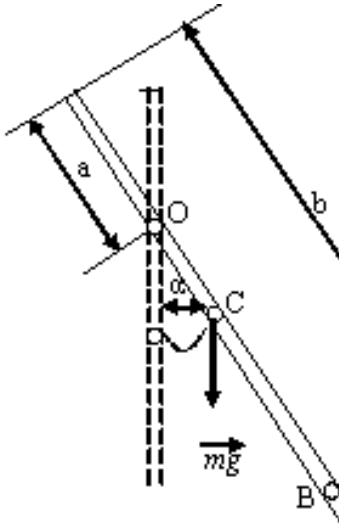

Рис.5
15. Тонкий однородный стержень длиной $l=1м$ может свободно вращаться вокруг горизонтальной оси, проходящей через O на стержне (рис.5). Стержень отклонили от вертикали на угол α и отпустили. Определить для начального момента времени угловое ε и тангенциальное a_τ ускорение точки B на стержне. Вычисления произвести для следующих случаев: 1) a=0, b=2/3l, α = π/2; 2) a = l/3, b=l, α = π/3; 3) a = l/4, b=l/2, α=2/3π.